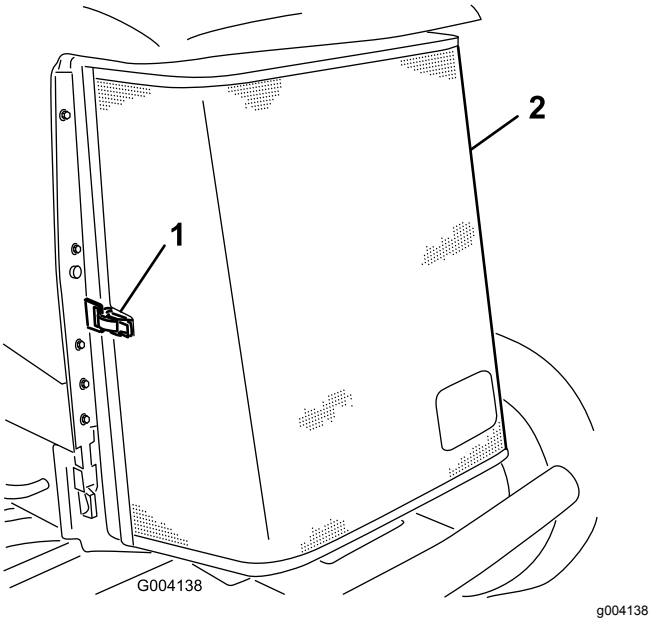

Figuur 65
3. Maak de sluiting los en draai het achterscherm open (Figuur 65).